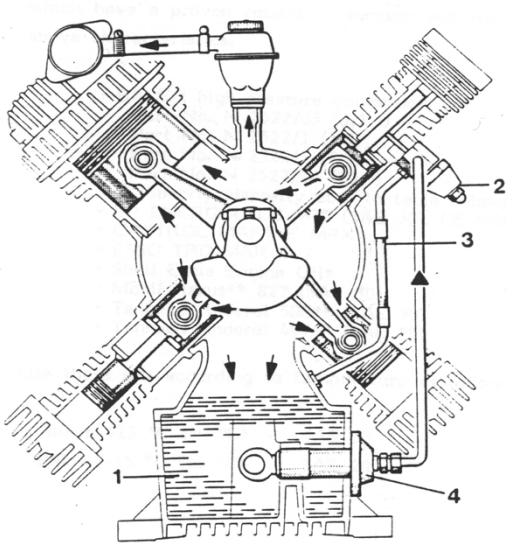

Figura 6
Enquanto que a lubrificação dos pistões dos andares anteriores (figura 6), é feita por chapinhagem e vaporização e a passagem do ar da câmara de compressão para o reservatório do óleo de lubrificação (1) é impedida pela ação dos segmentos contra as paredes dos cilindros, neste último andar, a lubrificação deste pistão é extremamente rigorosa, pois é ela que também evita a passagem do ar da câmara de compressão para o referido reservatório. Neste caso a lubrificação é feita por um sistema de injeção (2) comandado por uma bomba de injeção (4), situada no reservatório do óleo (1), cuja pressão é regulada de maneira a não passar óleo para a câmara onde o ar é comprimido pelo pistão. O óleo em excesso é recuperado para o reservatório através dum tubo de purga (3).